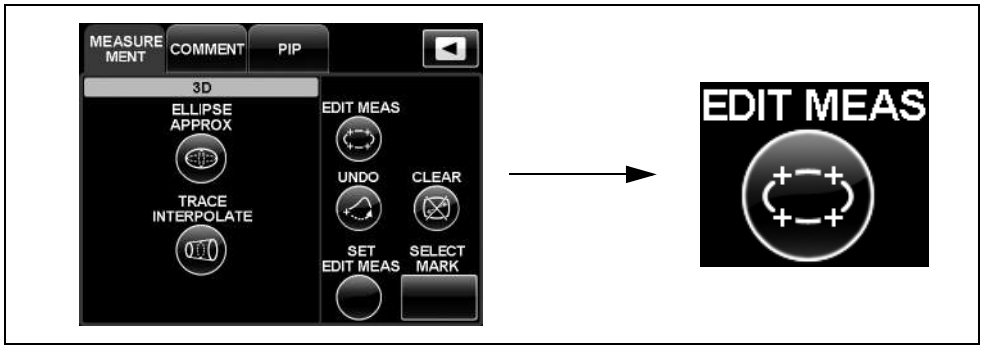

рисунок 8.35
1 Нажмите клавишу TRACE на клавиатуре или откройте меню MEASUREMENT на сенсорной панели и нажмите кнопку EDIT MEAS. (см. рис. 8.35)
- При нажатии кнопки перехода между страницами на сенсорной панели в режиме 3D переключает дисплей на меню MEASUREMENT. (см. рис. 8.35)